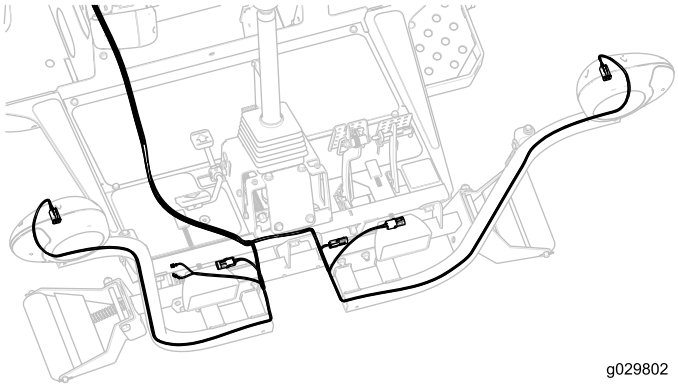

Figur 35
10. Før forenden af ledningsnettet under operatørplatformen til fronten af traktionsenheden (Figur 35).
11. Skru hver ledningsnetstik gennem det relevante forlygtebeslag, og tilslut det til forlygten (Figur 35).
12. Sæt ledningsnetledningen med de to stik i hornet (Figur 35).